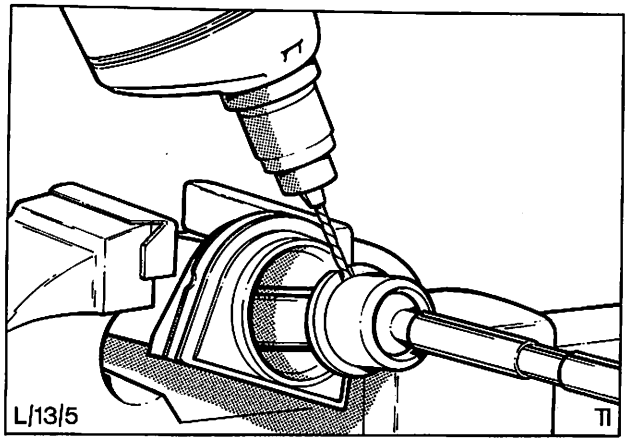

Abb. 33 Sicherungsstift, Spurstangen-Kugelkopfgehäuse ausbohren
3. Sicherungsstift von Kontermutter und Spurstangen-Kugelkopf ankörnen und ausbohren, Abb. 33. Durchmesser des zu verwendenden Bohrers: 4 mm. Nicht zu tief bohren! Max. Bohrtiefe: 9 mm. Die Spitze des Bohrers darf das Lenkgetriebegehäuse nicht beschädigen.